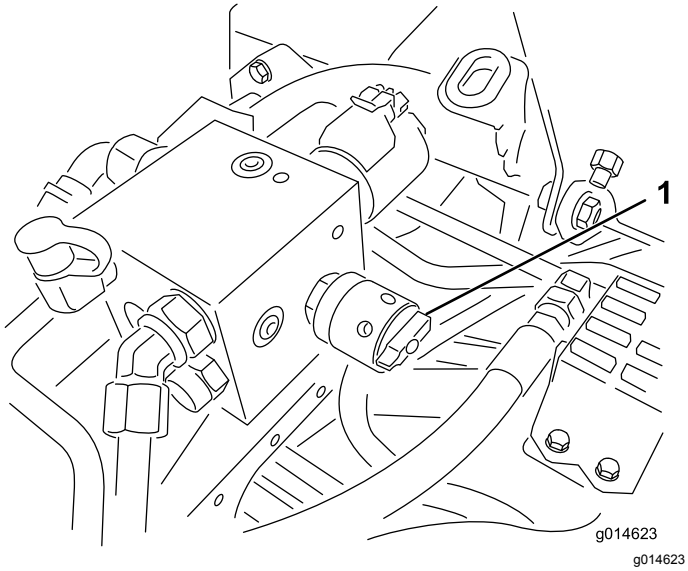

Rysunek 51
6. Obróć element sterujący prędkością wirników do ustawienia 1 (Rysunek 51).
4. W celu ustawienia prędkości wirników obróć pokrętło (Rysunek 51) do momentu, aż strzałki wskaźnika wraz z liczbą określoną w kroku 3 znajdą się w jednej linii.